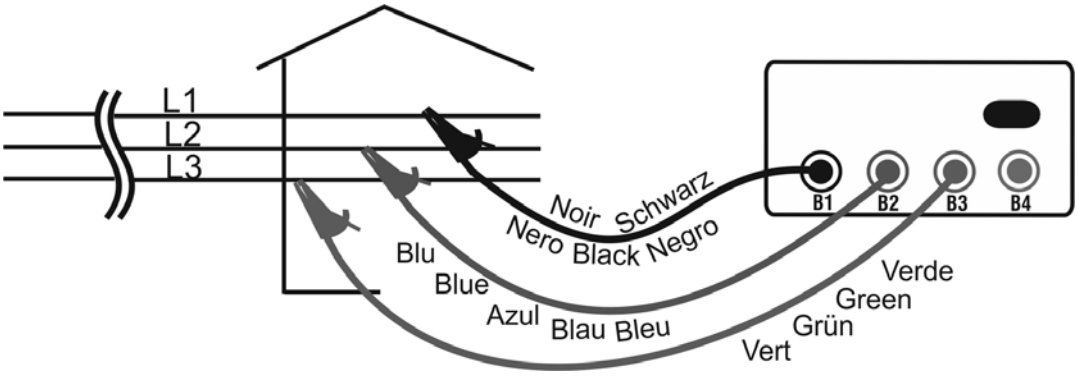

Fig. 16: Collegamento dello strumento per test del senso ciclico delle fasi
3. Inserire i coccodrilli sui conduttori del sistema trifase (vedere Fig. 16)